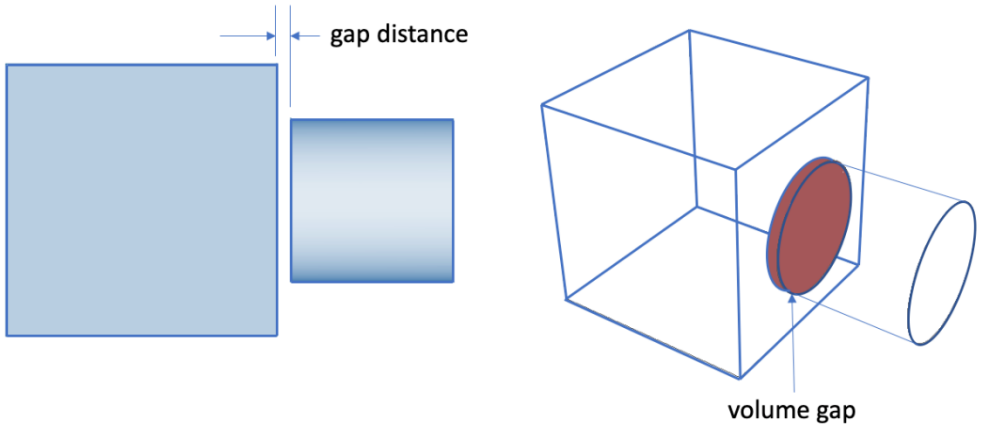

**Figure 13. Volume Gap Example**
- **Volume Gaps** - Lists volume pairs that are separated by a distance smaller than the **Volume Gap** tolerance specified in the Options panel, but are not in contact or overlapping. Gaps can result in parts that are not correctly merged and will not share nodes between volumes when meshed. Expanding a volume pair in the list will display individual surface pairs where gaps exist between the volumes. Figure 13 illustrates a gap between two volumes. Gaps can be visualized using the **Draw Volume Gap** context menu, also shown in Figure 13, where the surfaces that are within the gap tolerance are displayed in red. The **tweak surface replace** command can sometimes be used to correct overlaps.